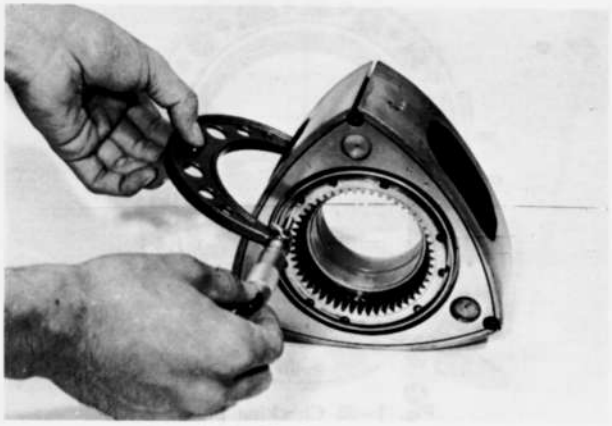

Fig. 1–37 Checking rotor width
5. Check the gap between the side housing and the rotor by measuring the rotor housing width and rotor width. The rotor width should be measured at 3 points as shown in Fig. 1–37.